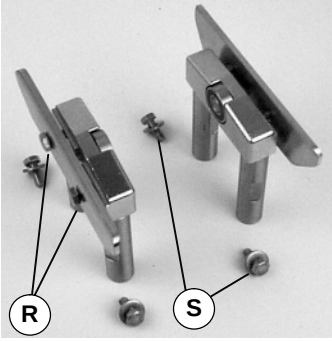

Abbildung 9
2. Schrauben lösen (R siehe Abbildung 9) und Schrauben sowie Unterlegscheiben entfernen (S).